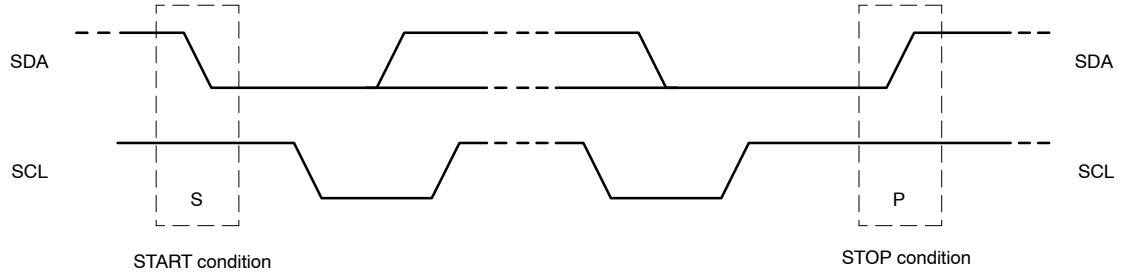

Figure 13. Definition of START and STOP Conditions
Both data and clock lines remain HIGH when the bus is not busy. A START condition (S) occurs when there is a HIGH-to-LOW transition of the data line while the clock is HIGH. A STOP condition (P) occurs when there is a LOW-to-HIGH transition of the data line while the clock is HIGH (see Figure 13).